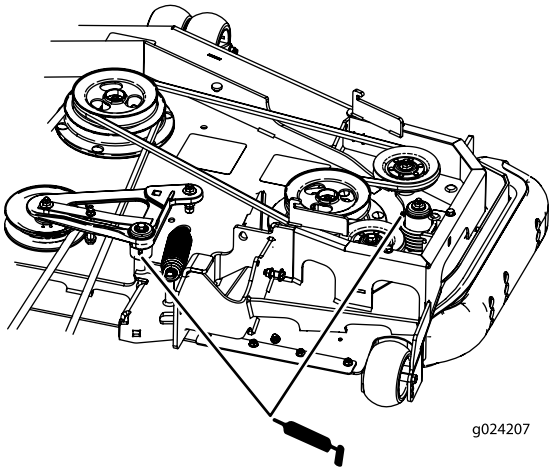

Figuur 38
4. Smeer de armen van de spanpoelie van de maaidekriem (Figuur 38).